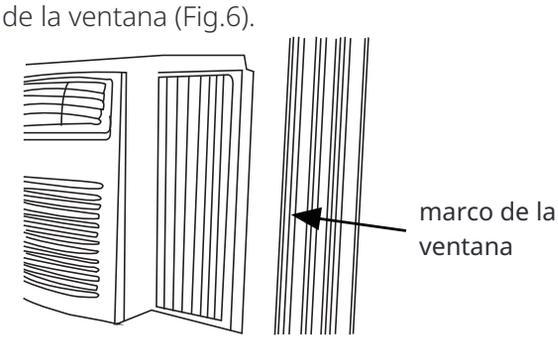

Fig.6
B. Extienda los paneles laterales contra el marco de la ventana (Fig.6).